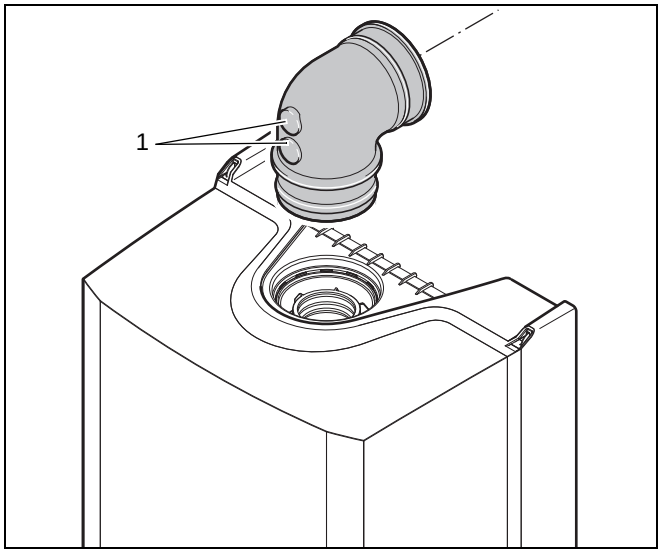

Рис. 13 Места измерений на колене дымовых газов
- Смонтируйте колено для дымовых газов через адаптер (→ рис. 13).